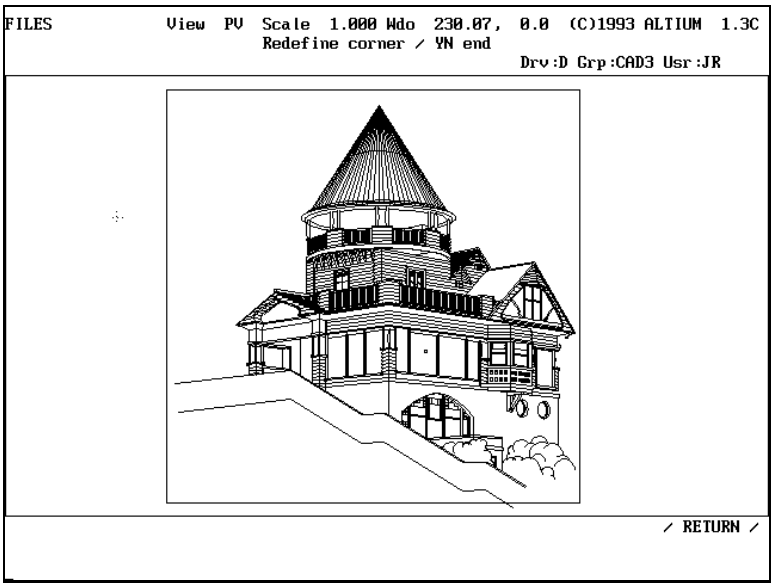

Figure 1 Plot data by Indicate method..Screen 1
4. Indicate the top left location for the other diagonal corner of the plot area. The menu prompt ***Redefine corner / YN end*** appears. The drawing should now look like Figure 1 on page 28 - 2.